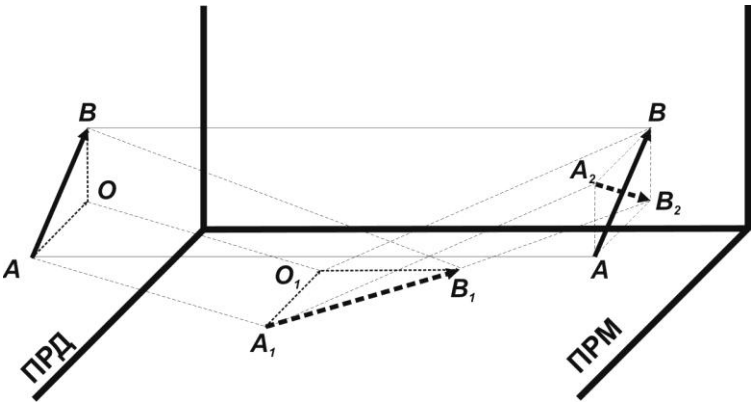

Рис. 6.1
6.1.1 Принцип работы извещателя запатентован («Радиоволновой способ обнаружения объектов», Патент РФ №2348980) и основан на обнаружении нарушителя по вызываемому им изменению параметров соответствующим образом поляризованного электромагнитного поля. Плоско поляризованное электромагнитное поле (ЧЗ) формируется между БПРД и БПРМ в виде вытянутого эллипсоида вращения, причем вектор поляризации **АВ** (см. рис. 6.1) формируется под углом ≈45° по отношению к прилегающим поверхностям (земле, заграждению и т. п.). Отраженные от поверхностей волны (вектор $\mathbf{A_2B_2}$) попадают на антенну **ПРМ** под углом ≈ 90° по отношению к ее собственному вектору поляризации **АВ**. В результате вклад отраженного сигнала в суммарный сигнал на выходе приемной антенны **ПРМ** ничтожно мал. При пересечении ЗО нарушителем происходит изменение параметров поля. Причем